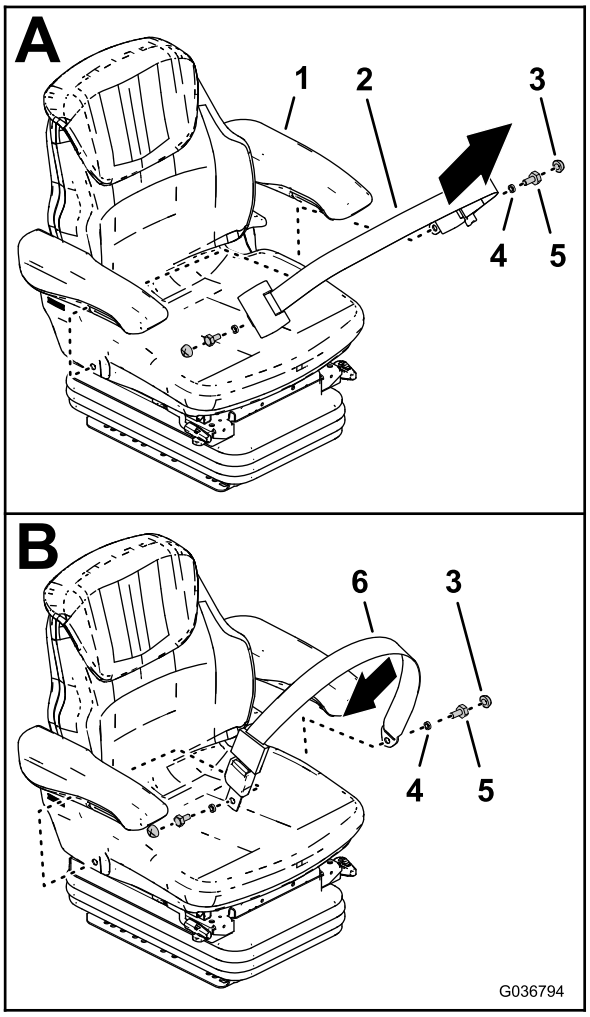

Figura 12
2. Rimuovete le coperture e i bulloni che fissano la cintura di sicurezza a tensionamento automatico dal nuovo sedile e rimuovete la cintura di sicurezza (Figura 12).
3. Montate la cintura di sicurezza statica sul nuovo sedile (Figura 12).
4. Serrate i bulloni a 35 - 43 N·m e montate le coperture (Figura 12).